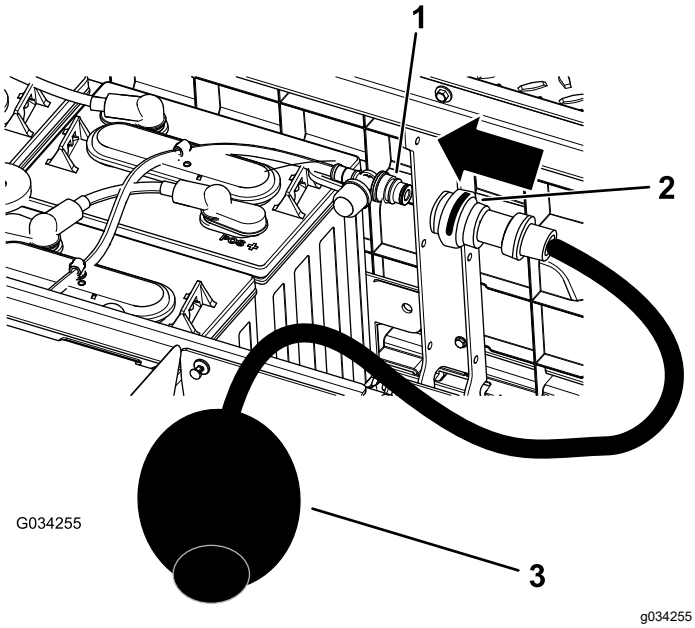

Figur 38
4. Anslut Toro-vattenhandpumpen till vattenpåfyllningsöppningen (Figur 38).